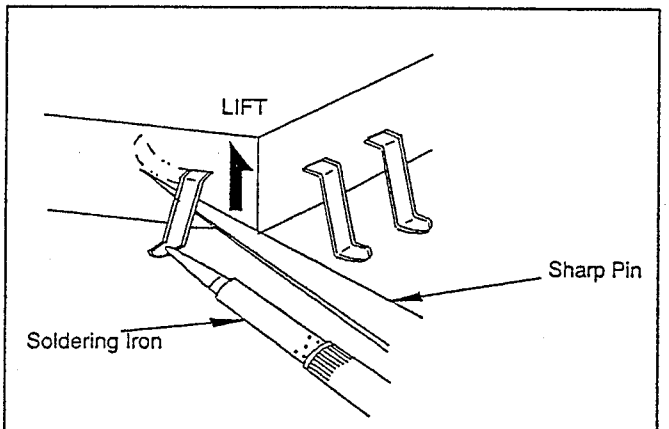

Fig. S-1-4
(2)Lift each lead of the flat pack-IC upward one by one, using a sharp pin or wire to which solder will not adhere (iron wire). When heating the pins, use a fine tip soldering iron or a hot air desoldering machine. (Fig. S-1-4)